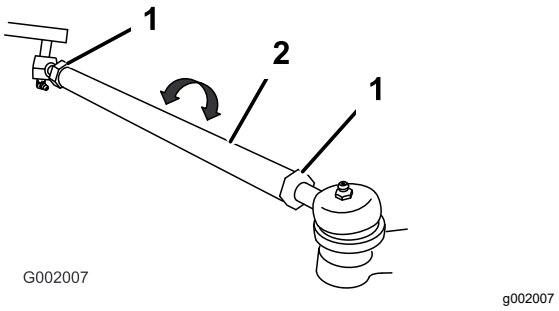

Figuur 52
5. Als deze afstand buiten het gespecificeerde bereik valt, moet u de contramoeren aan beide uiteinden van de trekstangen losdraaien (Figuur 52).